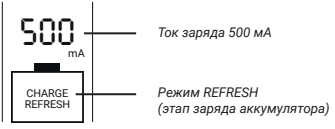

Рис. 7
6.4 После того, как аккумулятор полностью разряжен, автоматически начнется этап заряда. На дисплее отобразится «CHARGE REFRESH» и ток заряда (см. Рис. 7).